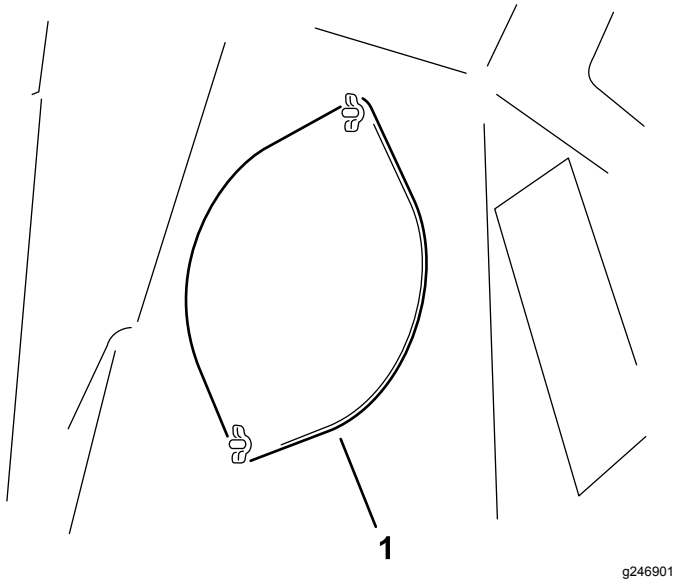

Figur 31
3. Løsn de 2 vingemøtrikker, der fastgør adgangspladen (Figur 31).